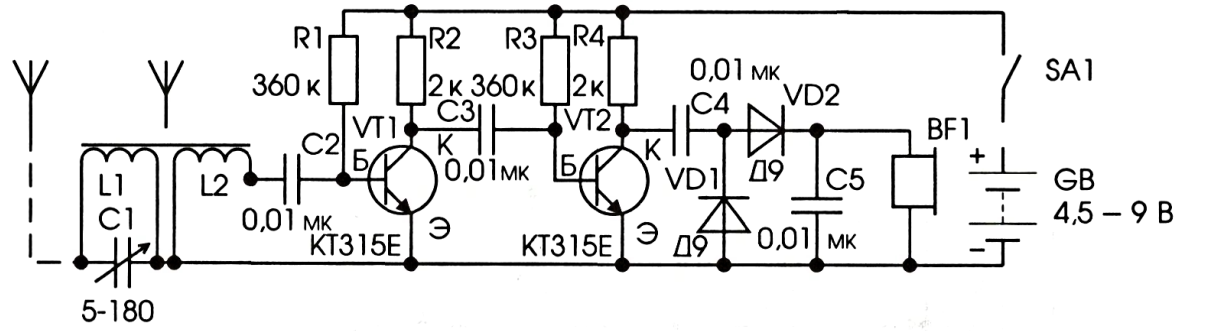

Рис. 5
На рис. 5 представлен радиоприемник, имеющий два каскада УРЧ на транзисторах **VT1**, **VT2** и детекторный каскад на диодах **VD1**, **VD2**. Здесь конденсатор **C3** разделяет каскады усиления по постоянному току.
4. Соберите поочередно радиоприемники по схемам, приведенным на рис. 5 и 4 и проверьте их работоспособность.